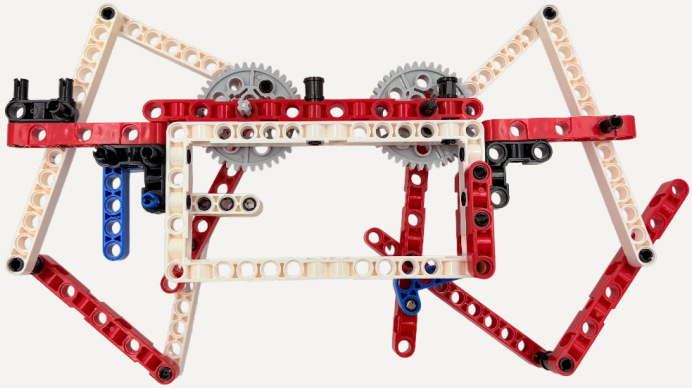

Рисунок 42
Переверните заготовку (рисунок 42). На осях закрепите шестерни по центру и закрепите 2 длинных штифта как показано на рисунке 43. Соедините балку (5) с балкой (3) при помощи 2х коротких и одного длинного штифта. Закрепите конструкцию **слева** на крепежном блоке (3) вместе с г-образной балкой(5х3). На раме **справа** закрепите на 2х сторонней балке (5) г-образную балку (2х3) как на рисунке 43.